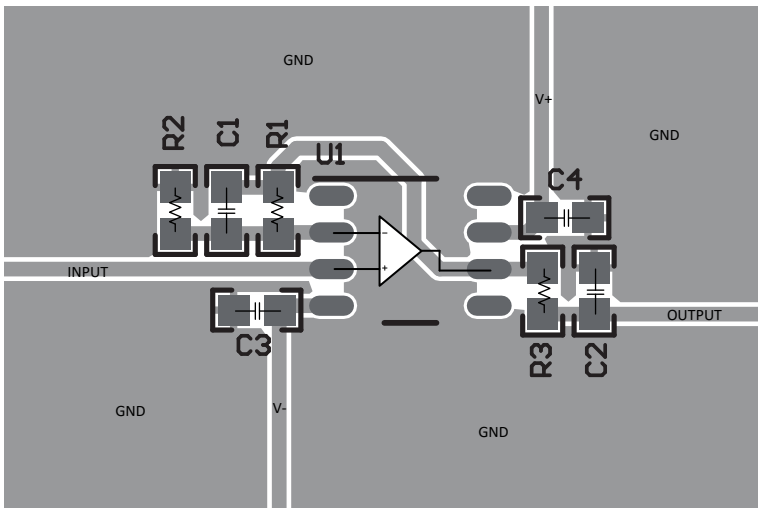

Figure 33. 同相配置的运算放大器电路板布局
- 外部组件的位置应尽量靠近器件。如Figure 33 所示，使 R_F 和 R_G 接近反相输入可最大限度地减小寄生电容。